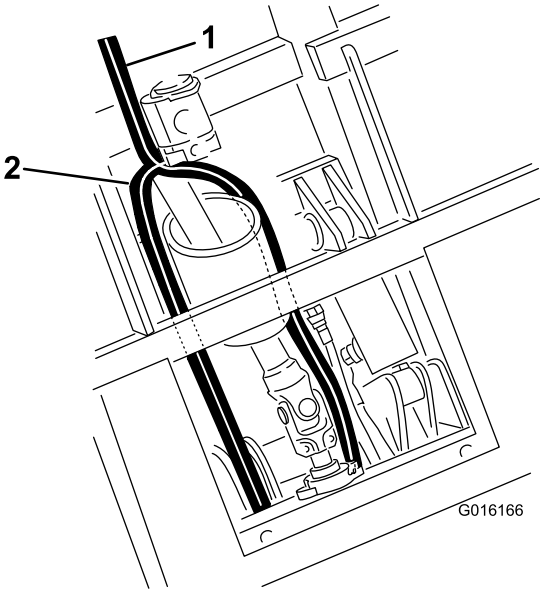

**Rysunek 107**
- Przewód do zbiornika poprowadź pod siłownikiem podnoszenia oraz między wspornikami mocującymi siłownik, a następnie do zaworu (Rysunek 107).
- Przewód ciśnieniowy poprowadź wzdłuż wałka odbioru mocy i do zaworu (Rysunek 107).